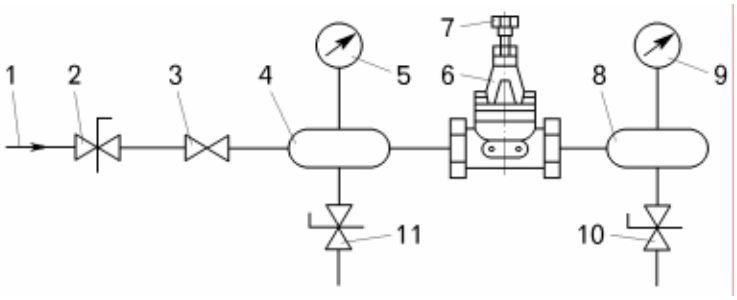

Рисунок 11.6 – Схема испытания одинарного защитного клапана:
– подключить клапан по схеме (рисунок 11.6). Краны 2, 10, 11 должны быть закрыты;